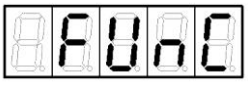

Рисунок 10
4. С помощью кнопок ← и → пролистать подменю до появления на индикаторе обозначения "FUnC" (рисунок 10).
8. Нажать кнопку ↵. При этом на индикаторе снова отобразится слово "FUnC" (рисунок 10).